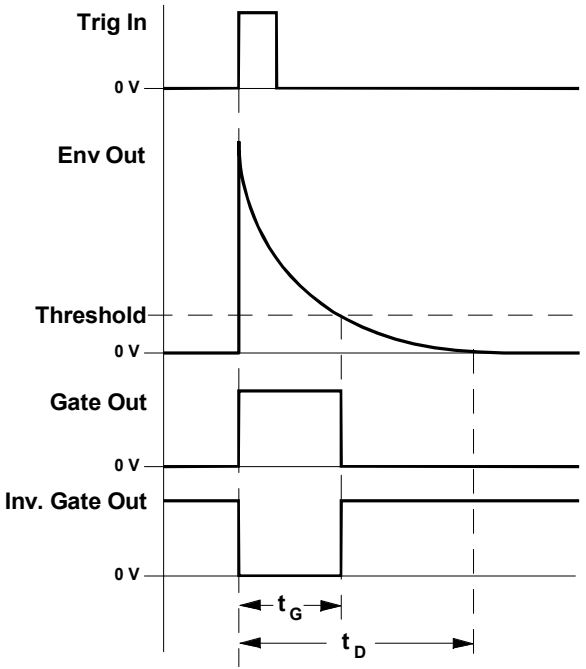

Abb. 1: zum Signalverhalten des A-142
Mit diesem Regler stellen Sie manuell die **Abstiegszeit** (engl. *decay time*) $\mathbf{t_D}$ der generierten Hüllkurve ein. Nach der extrem kurzen Anstiegsphase fällt die generierte Steuerspannung am Ausgang innerhalb der eingestellten Zeitdauer vom Höchstwert auf den Wert 0 (s. Abb. 1).
Dabei startet das Gate-Signal $\mathbf{t_G}$ am Ausgang ❹ zum Zeitpunkt des Triggerns und endet, wenn das Hüllkurvensignal den mit dem Regler ⑤ eingestellten Schwellwert unterschreitet (s. Abb. 1).